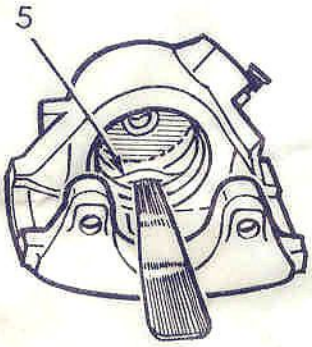

fig. 3
9) **Sortir le joint de la gorge** avec la lame d'acier à bords arrondis (fig. 3).